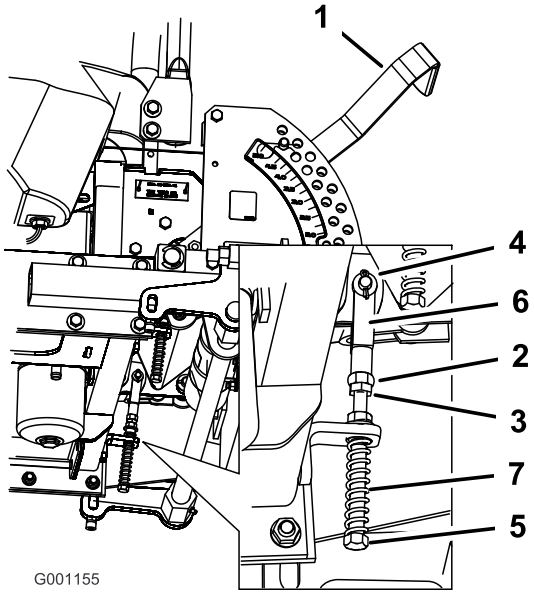

Figuur 74
8. Als de schakelhendel moet worden afgesteld, draait u de moer en de contramoer tegen de gaffel (Figuur 74).
9. Oefen een lichte achterwaartse druk uit op de schakelhendel, draai de kop van de stelbout in de juiste richting totdat de hendel in de vergrendelde neutraalstand is gecentreerd (Figuur 74).
10. Draai de moer en de contramoer vast (Figuur 74).